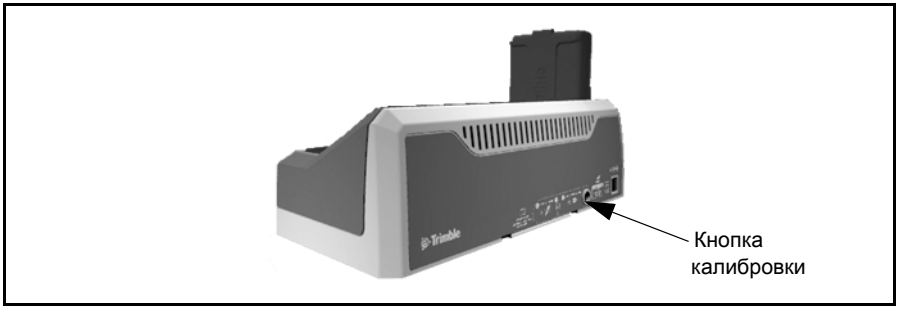

Рис. 3.11. Кнопка калибровки на зарядном устройстве
1. Нажмите кнопку калибровки на задней панели зарядного устройства. Загорятся желтые индикаторы, а все зеленые индикаторы начнут мигать. Отпустите кнопку калибровки. См. рис. 3.11